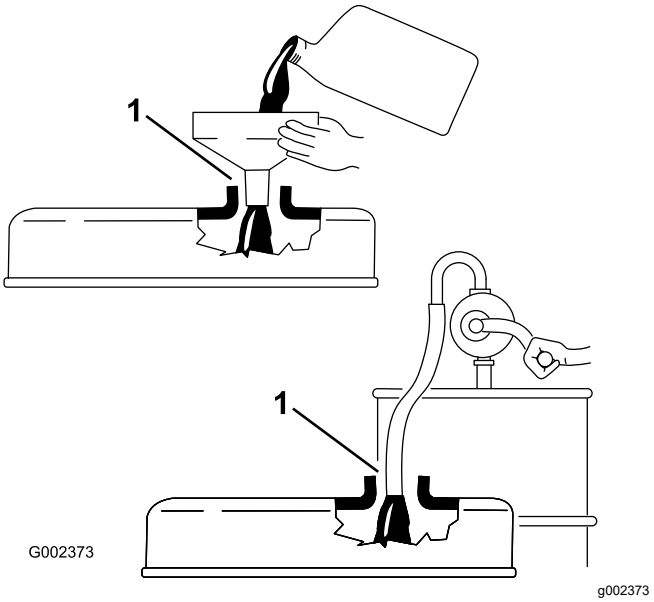

**図 36**
***重要*** **エンジンオイルを補給する時には、補給口とジョウゴなどの間に 図 36 に示すようなすき間が必要です。これは補給の際に通気を確保し、オイルがブリーザ内部に侵入しないようにするためです。**